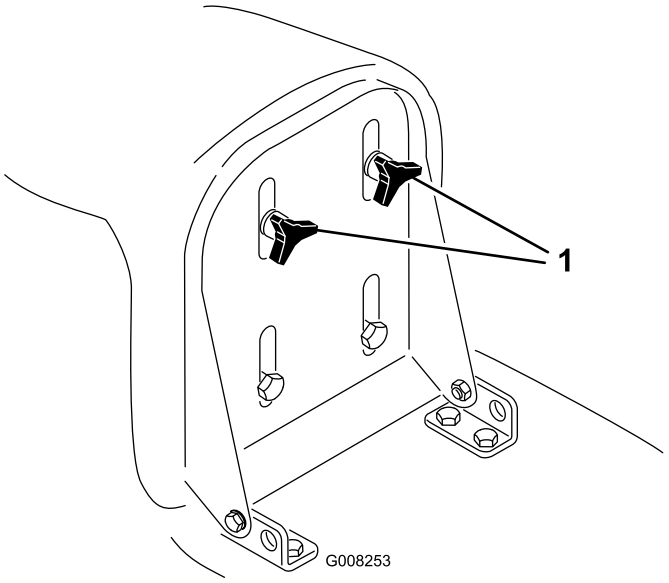

Figur 5
1. Løft setet og løsne justeringsknottene (Figur 5).